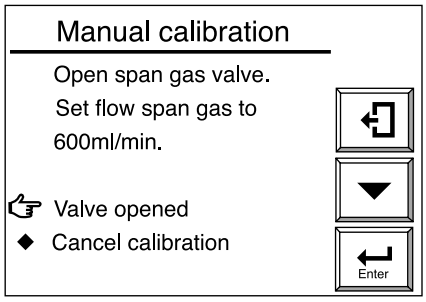
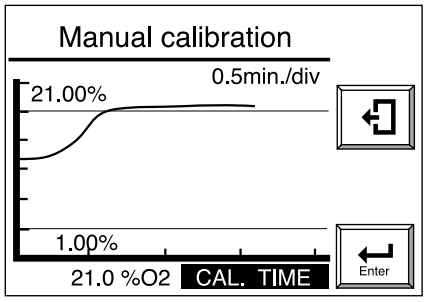

Figura 7.19 Display Portata gas di span
Figura 7.20 Grafico dell'andamento della calibrazione manuale (per calibrazione manuale)
(3) Seguire i messaggi a display visualizzati nella figura 7.19 per la portata del gas di span. Aprire la valvola regolatrice della portata del gas di span nell'unità di taratura della portata per ottenere una portata di gas di span di 600 ml/min. ±60 ml/min, allentando il controdado della valvola e ruotando lentamente lo stelo della valvola in senso antiorario. Utilizzare il misuratore della portata del gas di calibrazione per controllare la portata..
(4) Se è selezionato "Valve opened" come nella figura 7.19, viene visualizzato un grafico dell'andamento della concentrazione d'ossigeno (con la concentrazione d'ossigeno misurata attualmente) (vedi figura 7.20). Il messaggio CAL TIME in basso nel display lampeggia. Esaminare il grafico dell'andamento ed attendere che il valore misurato si stabilizzi in prossimità del 21 percento sul grafico. A questo punto non è stata ancora effettuata la calibrazione, per cui anche se il valore misurato è superiore al 21 percento non vi sono problemi.